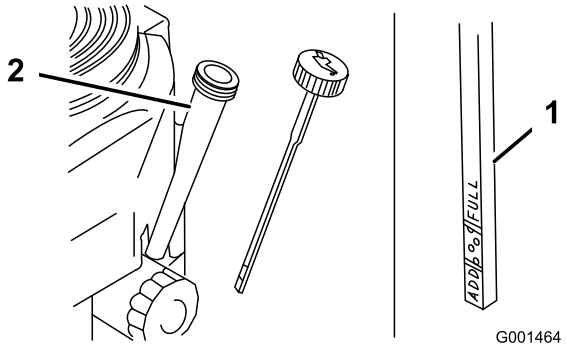

Figur 17
3. Gör rent runt oljestickan (Figur 17).
4. Ta bort oljestickan och torka av änden (Figur 17).
5. För ner oljestickan i oljeröret utan att skruva fast den (Figur 17).
6. Dra ut oljestickan och titta på änden. Oljenivån ska ligga mellan fullmarkeringen och påfyllningsmärket (Figur 17).